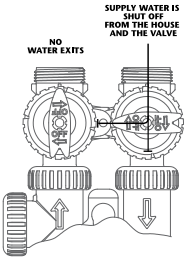

FIGURE 4
4. **Shut off position:** The inlet handle points to the center of the bypass valve and the outlet handle points away from the control valve. The water is shut off to the building. The water treatment system will depressurize upon opening a tap in the building. A negative pressure in the building combined with the softener being in regeneration could cause a siphoning of brine into the building. If water is available on the outlet side of the softener, it is an indication of water bypassing the system **(Fig. 4)** (i.e. a plumbing cross-connection somewhere in thebuilding).